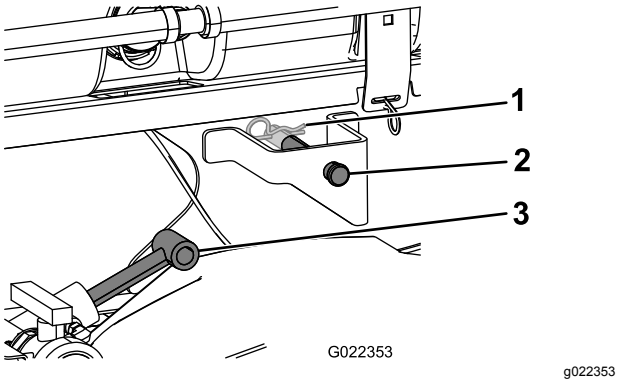

**Figur 12**
4. Forleng løftesylindrene frem til brakettene på tankens gliderramme, og rett inn sylinderkoblingene etter hullene i brakettene på tankens gliderramme (Figur 12).